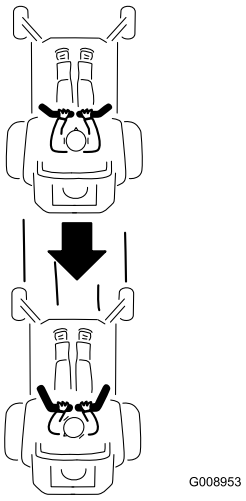

Figur 19
2. Se bagud og træk langsomt bevægelseshåndtagene tilbage for at bakke (Figur 19).
Kør lige ud ved at påføre begge bevægelseshåndtag samme tryk (Figur 19).